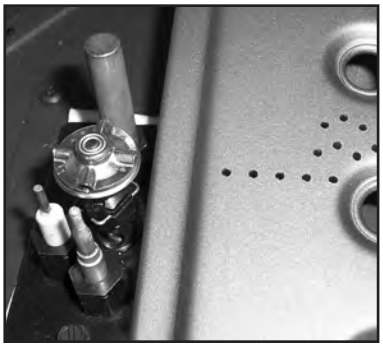

Figure 8. Ignitor assembly beside the burner.
Step 9. Reinstall the burner tray, log set, embers, and glass. When re-installing the burner, ensure that the burner to pilot hood relationship is as shown on Figure 8.